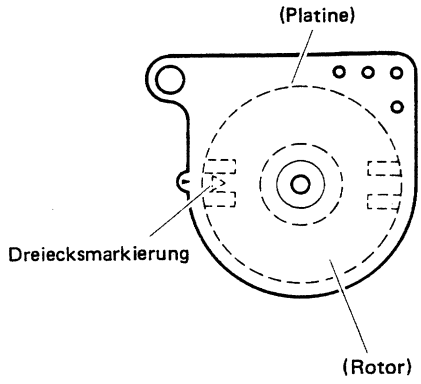
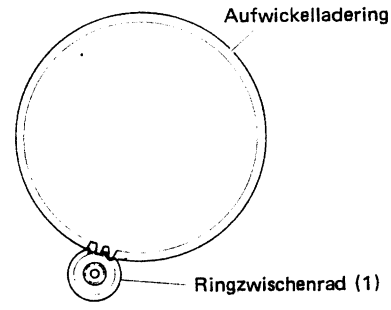
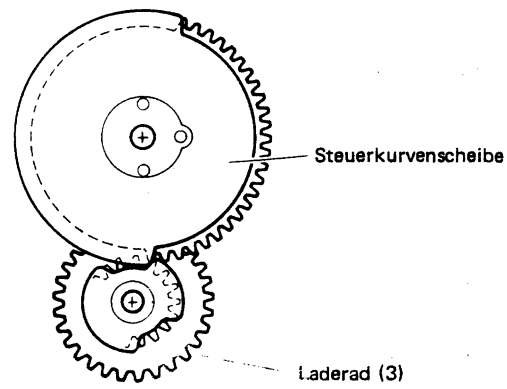

Abb. 2-4 Lademotorschalter
Abb. 2-7 Ladering
Abb. 2-8 Laderad (3)
1. Bei Stopbetriebsart muß der Lademotorschalter die in Abb. 2-4 gezeigte Position vorweisen.
3. Das Ringzwischenrad (1) wie in Abb. 2-7 gezeigt anbringen.
4. Ringzwischenrad (2) anbringen. Falls der Einbau behindert wird, den Entladering etwas im Uhrzeigersinn drehen, um den Einbau zu ermöglichen.
5. Die Steuerkurvenscheibe auf die Stopbetriebsposition (siehe Abb. 2-4) einstellen. Die größere Backe von Laderad (3) auf den Ladering ausrichten. Sicherstellen, daß das Ende der kleineren Backe Kontakt zur Kante der Backe der Steuerkurvenscheibe, wie in Abb. 2-8 gezeigt, hat. Falls erforderlich, den Lademotor etwas im Uhrzeigersinn drehen, um den Einbau des Laderings (3) zu erleichtern.